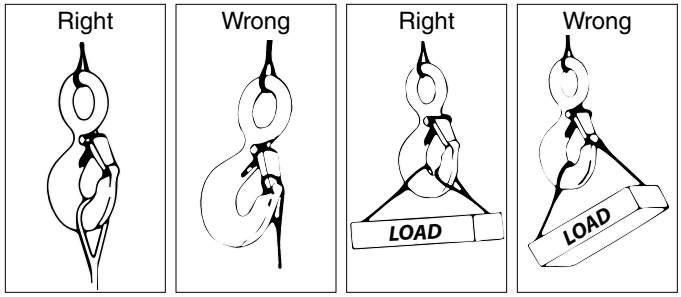

Figure 1 **Figure 2** **Figure 3** **Figure 4**
- Always make sure hook supports the load. The latch must never support the load (See Figures 1 & 2).